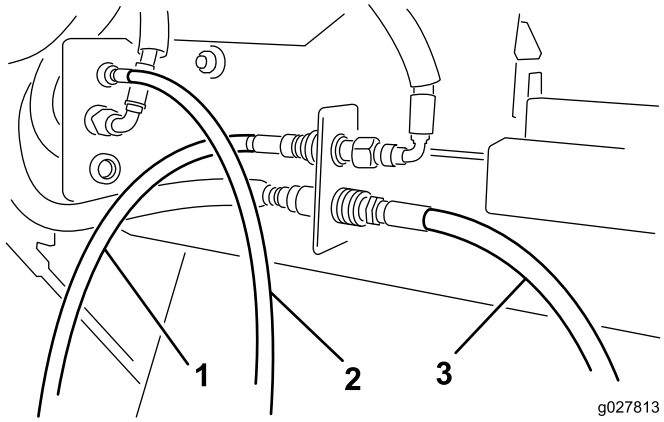

Figur 5
5. Anslut snabbkopplingarna för hydraulmotorns slang till kopplingarna på Versa Vac som i Figur 5.